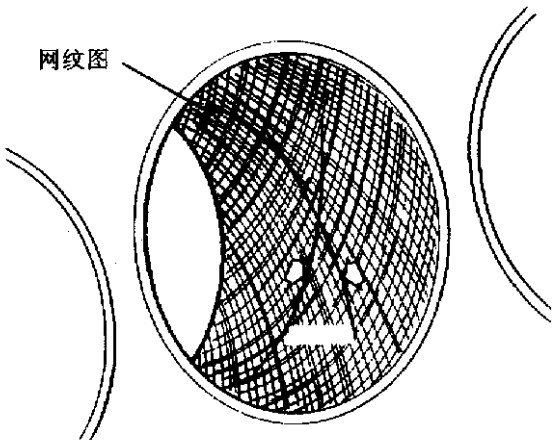

图 3－1　缸壁网纹图
(3)珩磨时要有足够珩磨速度以保证缸内表面网状交叉成 50°～60°角(见图 3－1)。